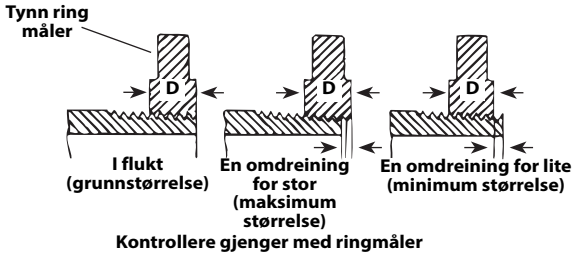

Figur 16 – kontrollere gjengedimensjon
3. Inspiser gjengedimensjonen. Den foretrukne metoden for å sjekke gjengedimensjonen er med et rundt gjengelære. Det finnes ulike typer gjengelærer, og bruken av dem kan variere fra det som vises på *Figur 16*.